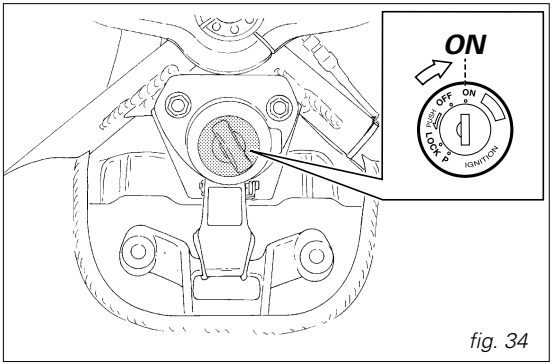

fig. 34
1) Move the ignition key to ***ON*** *(fig. 34). Make sure both the green light* ***N*** *and the red light on the instrument panel come on.*